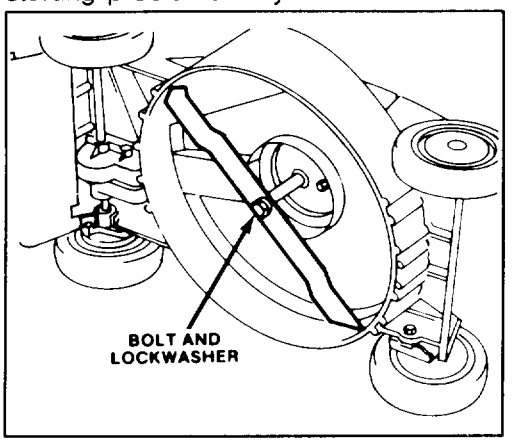

Figure 21
3. Tip mower on its right side (Fig. 21). Avoid rotating blade because starting problems may result.
5. REMOVING BLADE—Grasp end of blade using a rag or thickly padded glove. Remove blade bolt, lockwasher, and blade (Fig. 21).